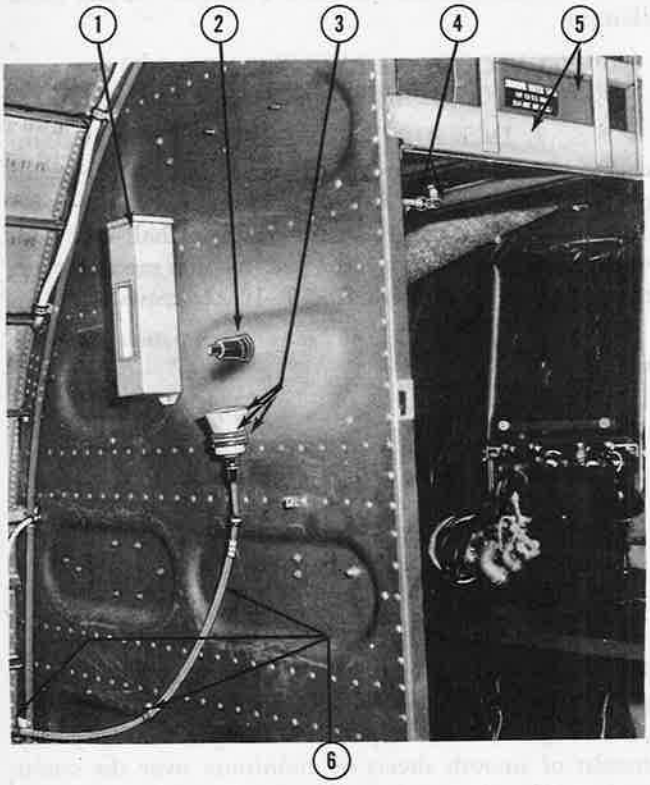

Figure 506—Drinking Water Provisions
(9) DRINKING WATER PROVISIONS. *(figure 506.)*
(b) WATER TANK. *(5, figure 506.)*
(c) LINES. *(4 and 6, figure 506.)*
(d) TAP. *(2, figure 506.)*—A small plastic tap or faucet, incorporating a relief valve, is bolted to the fuselage. If the button is pushed, the valve is opened, allowing the water in the line to flow from the tap.
(e) WATER RECEIVER. *(3, figure 506.)*
(f) CUP HOLDER. *(1, figure 506.)*—A light, rectangular cup holder is bolted to the bulkhead. The holder has two parts: a lid hinged to the top of the container, and the long rectangular container.